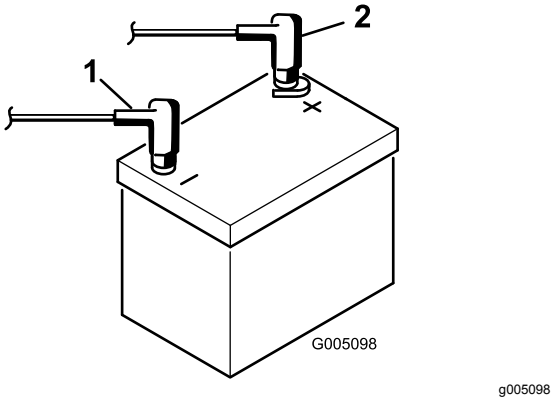

Figuur 7
9. Bevestig de pluskabel (rood) aan de pluspool (+) van de accu en vervolgens de minkabel (zwart) aan de klem van de minpool (-) van de accu en zet deze vast met behulp van de bouten en moeren (Figuur 7). Schuif het rubberen stofkapje over de pluspool om eventuele kortsluiting te voorkomen.